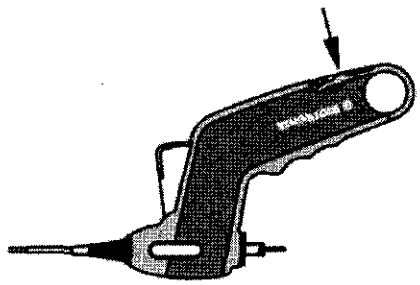
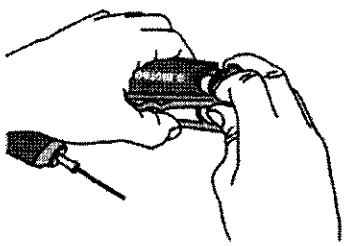
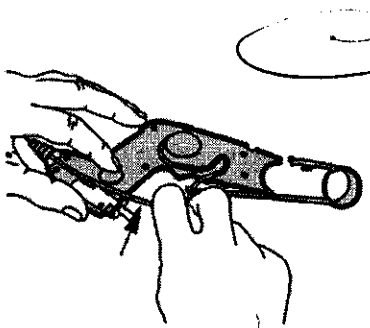

Figura 1
Figura 2
Figura 3
Ponga el mango boca abajo como se indica en la Figura 1, de forma que este visible el botón pulsador (14) del lado inferior del mango y, a continuación, tire y levante el anillo de liberación secundario (10) para abrir el mango (Figura 2). Tire directamente del tubo azul (señalado con una flecha en la Figura 3) hasta que el stent quede desplegado por completo.